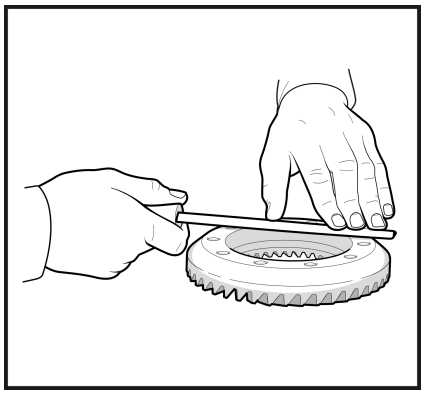

Рис. 14
2.3 Обработайте с помощью напильника посадочную поверхность ведомой шестерни и корпуса блокировки, чтобы удалить выступы и забоины вокруг отверстий и резьбы. (**Рис. 14**)